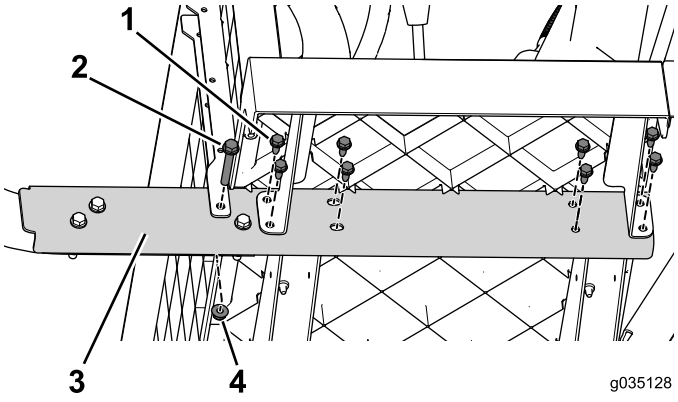

Figure 64
3. Remove the flange bolts (3/8 x 2-1/2 inches) and nuts that secure the side rail to the machine (Figure 64). Do this on both sides of the machine.
4. Working from front to back, remove the flange bolts (5/16 x 3/4 inch) that secure the side rail to the machine (Figure 64). Do this on both sides of the machine.